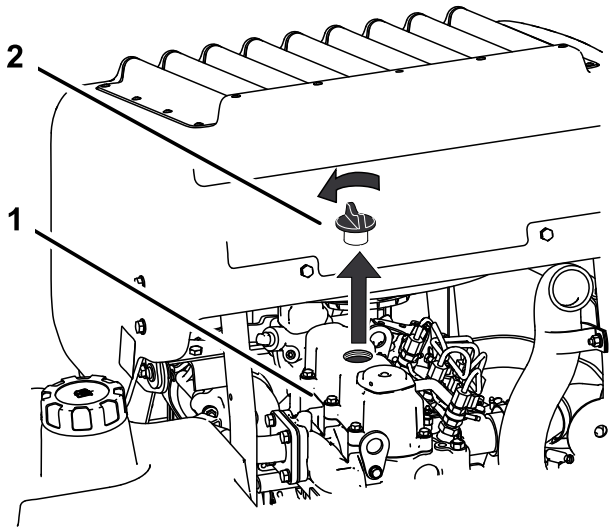

**Figur 49**
6. Ta bort oljepåfyllningslocket på motorns ovansida (Figur 49). Detta gör det lättare att tömma ut oljan.
2. Ta bort oljepåfyllningslocket och oljestickan (Figur 49).